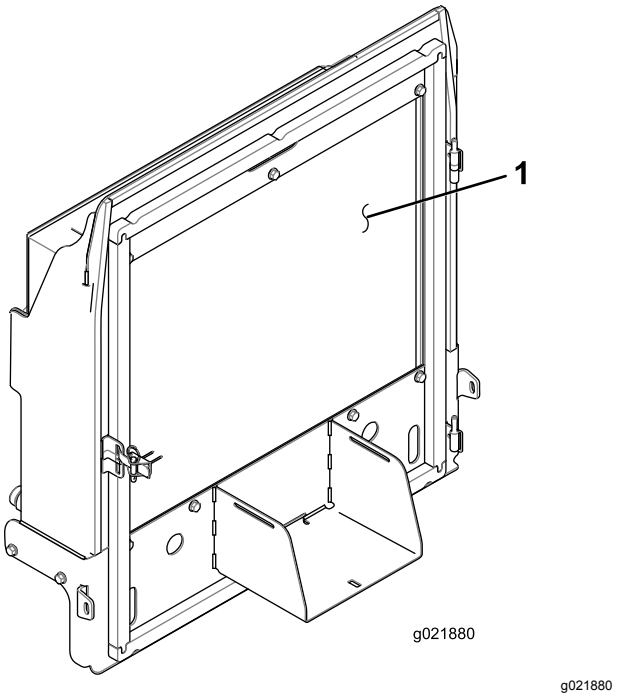

**Figur 95**
4. Rengjør begge sidene av radiatoren/oljekjøleren grundig med trykkluft (Figur 95).